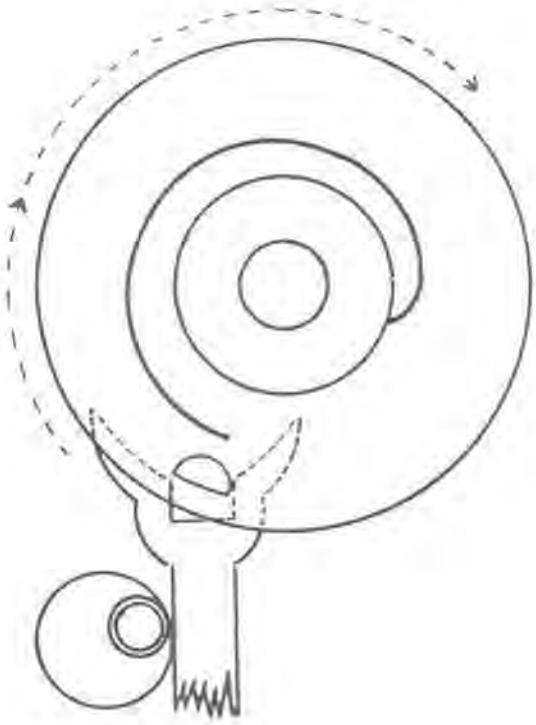

Figure 4
4. Close the banking pin that controls the receiving pallet stone. (See Figure 4.)